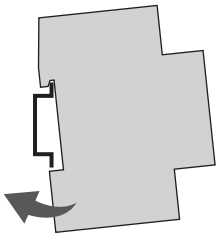

Abb. 5: Montage auf DIN-Schiene
1. Das LAN-Modul von oben auf die DIN-Schiene (Abb. 5) setzen und nach hinten drücken, bis dieses einrastet.